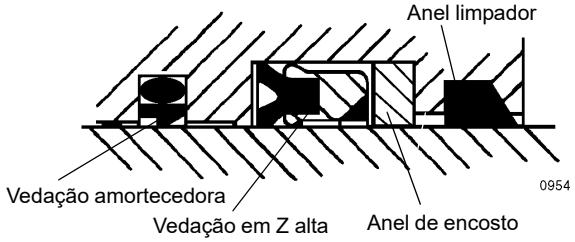

FIGURA 2-41
3. Instale o anel de desgaste, a vedação amortecedora, a vedação da haste em Z alta, o anel de encosto e o anel limpador de reposição Figura 2-41 na parte interna da cabeça. Verifique se o entalhe da vedação amortecedora está mais próximo da vedação da haste em Z alta. Verifique se a ranhura do aro da vedação da haste em Z alta está mais próxima da vedação amortecedora.